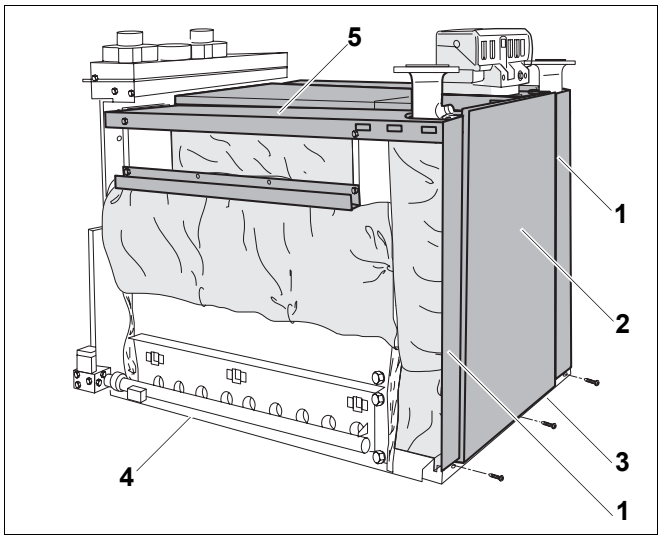

Rys. 87 Montaż elementów obudowy
- Obie wąskie, skrajne ścianki przednie (rys. 87, **poz. 1**) należy włożyć u dołu między cokół wzdłużny (rys. 87, **poz. 4**) i poprzeczny (rys. 87, **poz. 3**), a u góry zawiesić je na pokrywach bocznych (rys. 87, **poz. 5**).
- Włożyć ściankę przednią (rys. 87, **poz. 2**) u dołu pomiędzy wąskie, skrajne ścianki przednie (rys. 87, **poz. 1**) a cokół poprzeczny (rys. 87, **poz. 3**), a na górze w przednią pokrywę kotła.
- Przykręcić ściankę przednią na dole śrubą z łbem płaskim 3,9 × 9,5 do cokołu poprzecznego (rys. 87, **poz. 3**).
- Przykręcić obie wąskie, skrajne ścianki przednie (rys. 87, **poz. 1**) do cokołów wzdłużnych (rys. 87, **poz. 4**) śrubami z łbem płaskim 3,9 × 9,5.